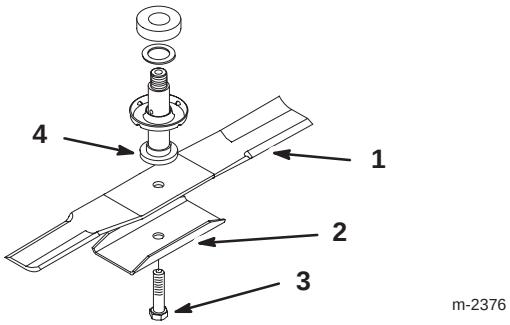

Figure 23
3. Remove the bolt, blade stiffener and blade (Fig. 23). A block of wood may be wedged between the blade and the mower to lock the blade when you are removing the bolt.